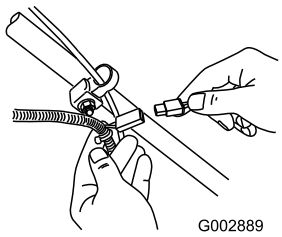

Bild 23
1. Schließen Sie das Ladegerät an den Kabelbaum des Rasenmähers an, der sich unter dem Zündschloss befindet (Bild 23).